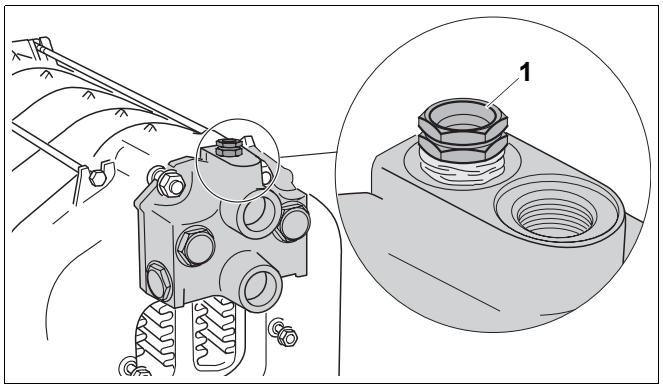

Rys. 23 Wkręcenie tulei zanurzeniowej
- Zamknąć przyłącze zasilania i powrotu (zamontować urządzenie odpowietrzające na kształtce przyłączeniowej Rp ¾ (➔ rys. 23).